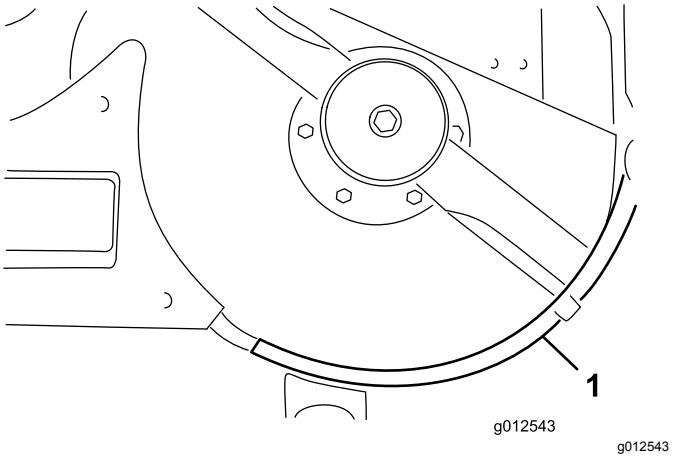

Figura 15
10. Sujete la plataforma izquierda a la carcasa con 2 pernos (¼"-20 x 1"), 1 perno (¼"-20 x ¾"), y 3 contratuercas (Figura 15). Coloque las cabezas del perno en el interior de la carcasa.